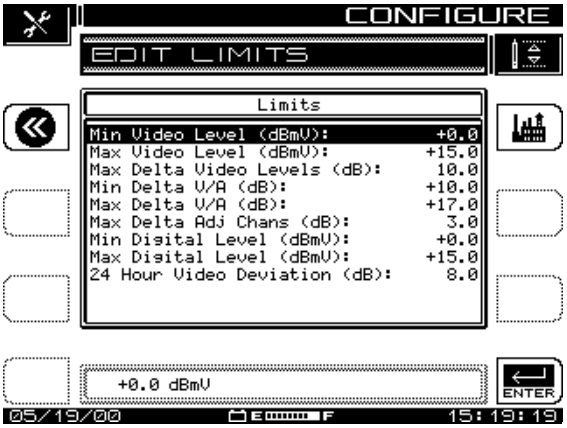

Fig. 3-11 The Edit Limits Screen
1. From the CHANNEL PLAN menu shown in Fig. 3-2, scroll to the Edit Limits item and press the Continue soft key. The screen shown in Fig. 3-11, EDIT LIMITS, appears.